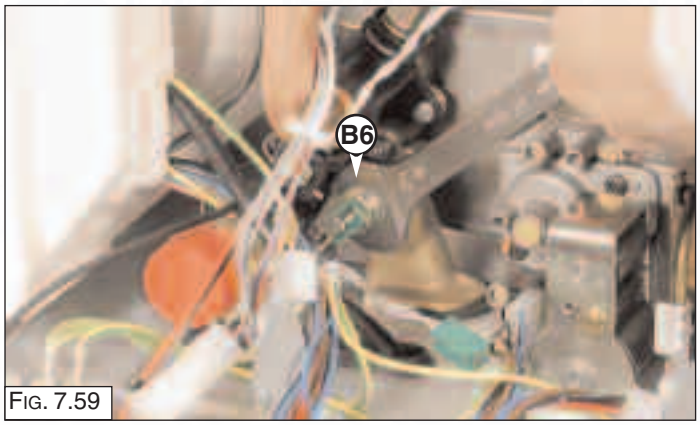

Fig. 7.59
*2.* Unscrew and remove the D.H.W. temperature probe “B6” (Fig. 7.59).